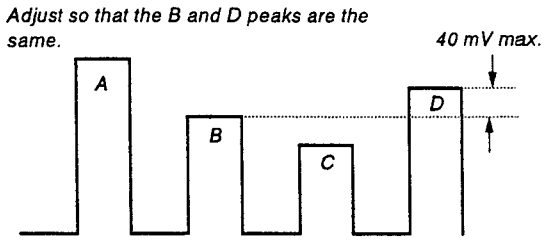

Fig. 23
4) Adjust CHROMA PAL NOR so that the tops of the waveform line up. (Fig. 23)
2) Adjust CHROMA PAL ACC OFF in the same manner as 15.-4). (Fig. 23)